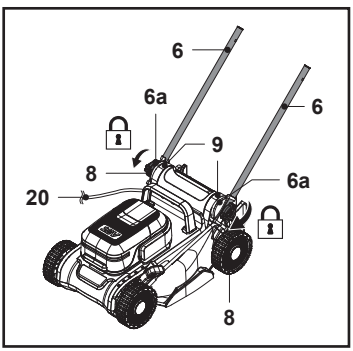

**Rys. 2**
3. Wyrównać obrotową płytkę (6a) ze wspornikiem uchwytu (9), a następnie zabezpieczyć dolny uchwyt (6) poprzez dokręcenie pokrętła (8) (rys. 2).
4. Powtórzyć opisane powyżej czynności przy drugim uchwycie dolnym (6).
5. Upewnić się, że linka sterująca (20) biegnie po wierzchniej stronie uchwytu dolnego (6).